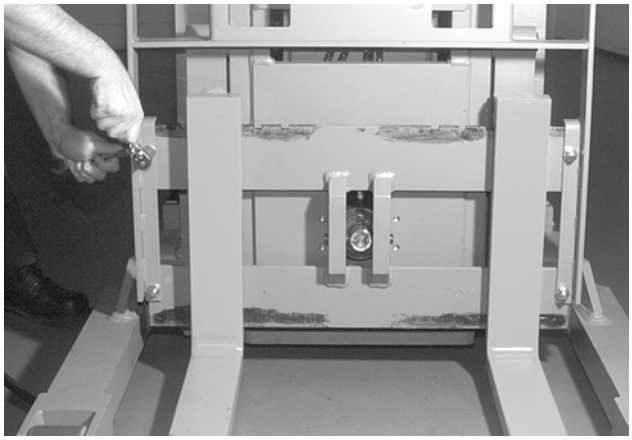

Figure 7-269: Fork Removal (with Tilt and no Sideshift)
2. Remove the carriage load backrest. See Figure 7-269.
4. Re-install the carriage load backrest. See Figure 7-269 on page 7-299.